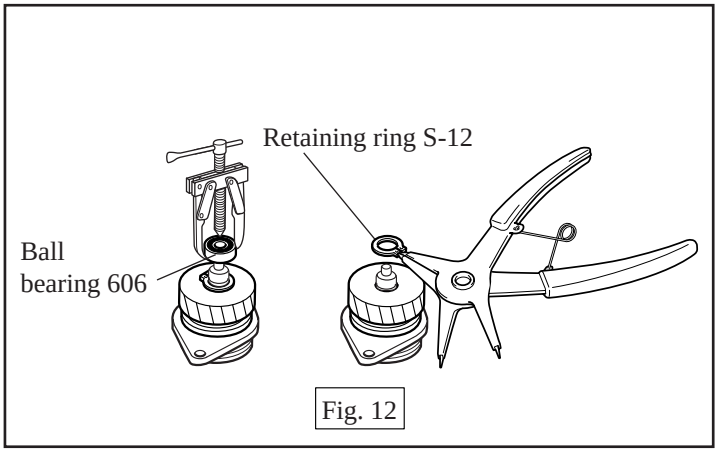

Fig. 12
(6) Remove ball bearing 606 with bearing extractor, and then, remove retaining ring S-12. See Fig. 12.